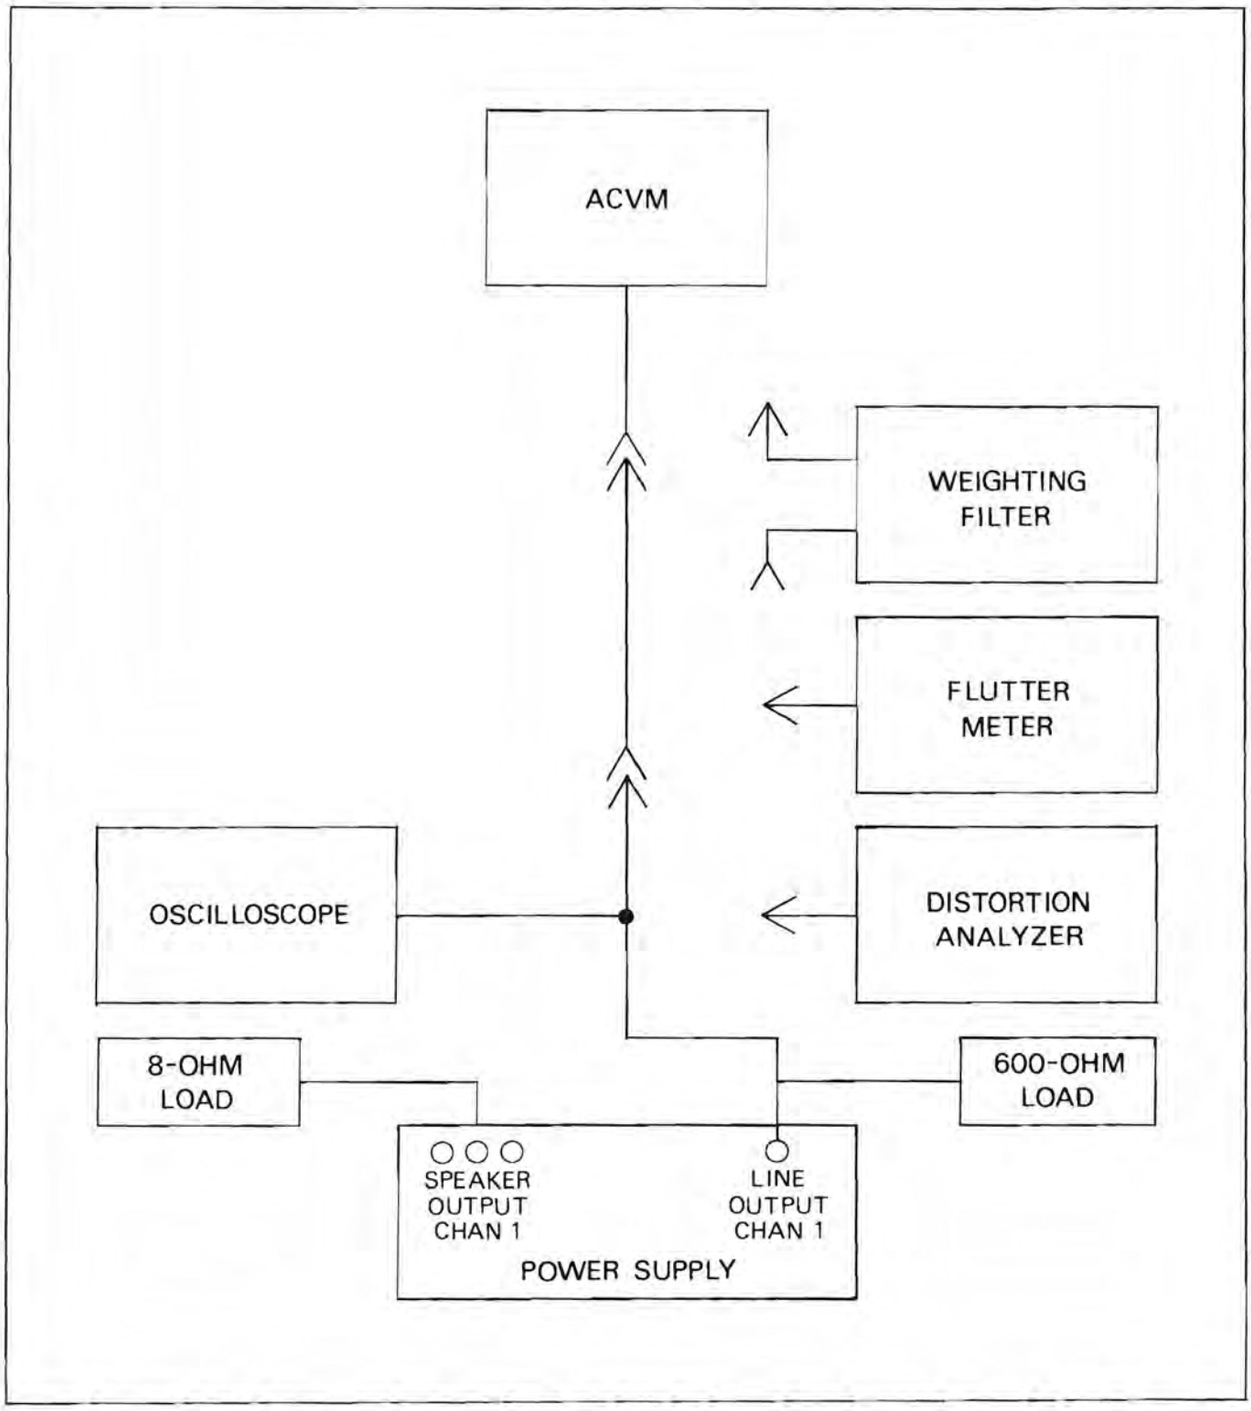

Figure 6-1. Initial Test Setup
6.8 To perform the following procedures, make the test setup shown in Figure 6-1 and proceed as follows: